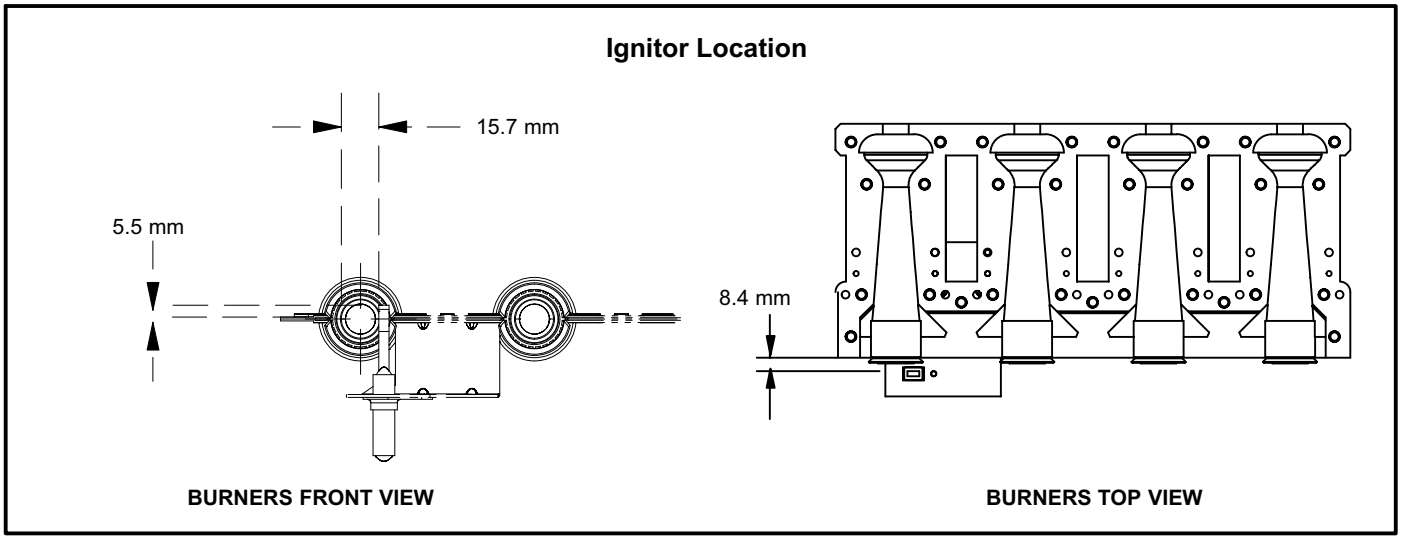

FIGURE 11
The mini-nitride ignitor is made from a propietory material. Ignitor longevity is enhanced by controlling the voltage to the ignitor. To check ignitor reliabiltiy measure its resistance. A value of 400 to 750 ohms indicates a good ignitor. See figure 11 for ignitor location.
7. Burners (Figure 11)